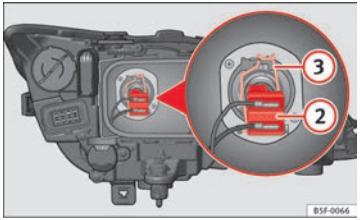

Fig. 140 Dipped beam headlights
– Remove connector ⇒ Fig. 140 (2) from the bulb.
– Unclip the retainer spring ⇒ Fig. 140 (3) pressing inwards to the right.